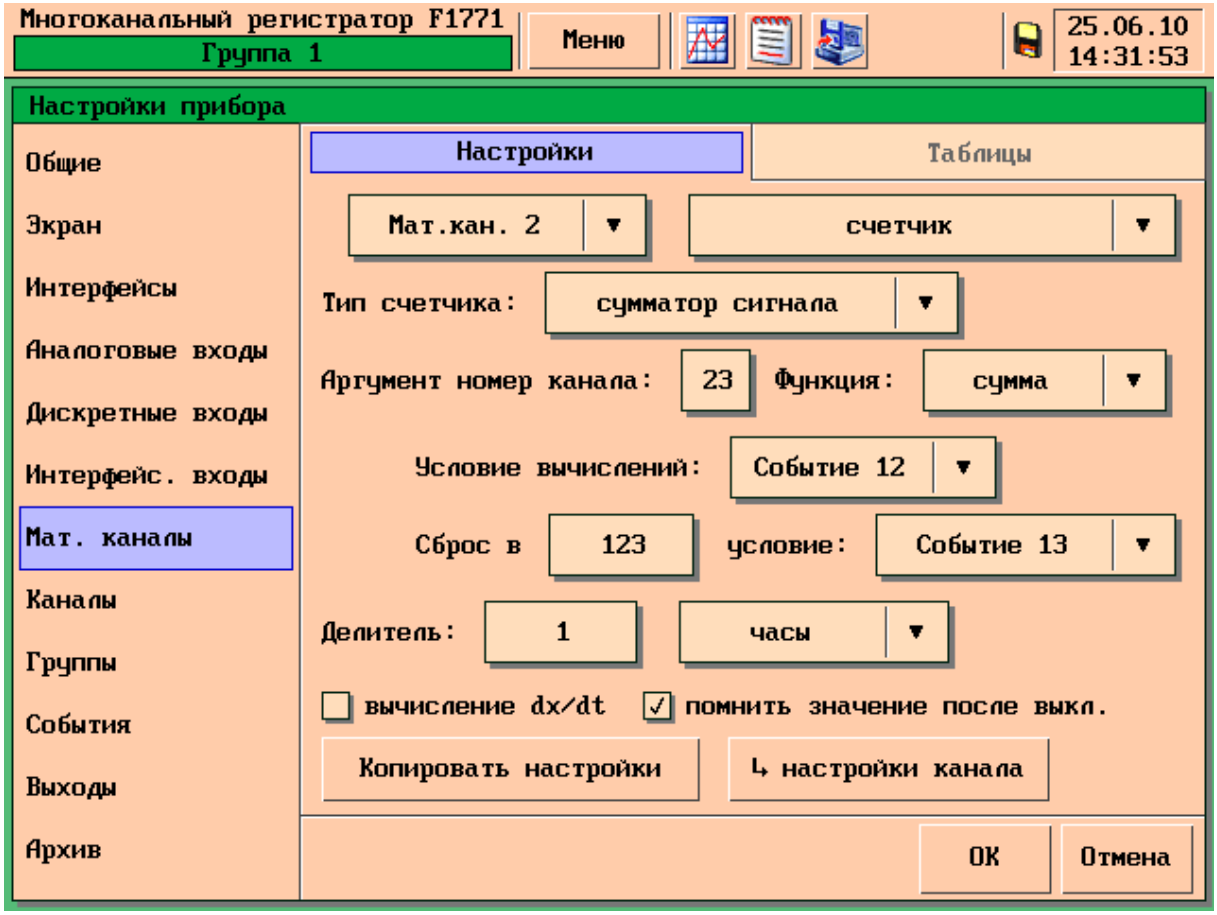

Рисунок 63 – Раздел меню «Мат. каналы» тип «Счётчик», тип счётчика «Сумматор сигнала»
– «сумматор сигнала» – в качестве аргумента такого счётчика может выступать любой из каналов прибора (входной аналоговый или математический) см. рисунок 63;